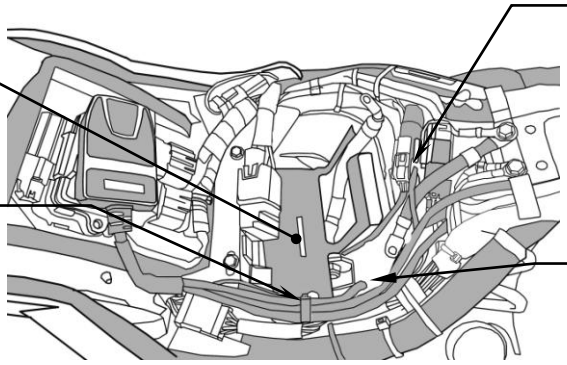

FIGURE 3
6. It is now time to install the oxygen (O_2) sensor harnesses. Disconnect ground lead first and then positive lead from battery. Remove the battery for access to the area underneath it and to aid in harness installation. Route the longer O_2 sensor harness down through the front of the battery box opening and out the front right side, Figure 3. Continue to route it to the right rear frame next to the swing arm mount and down past the rear of the transmission, then forward along the lower right frame rail to the voltage regulator.
8. Route the shorter Powrpro O_2 sensor harness to the front side of the battery box. Locate the stock rear O_2 sensor connectors and disconnect them, see Figure 3. Mate the corresponding male and female connectors with the Powrpro O_2 connectors. Secure this harness to an existing harness along the top of the right frame member using one of the supplied zip ties.